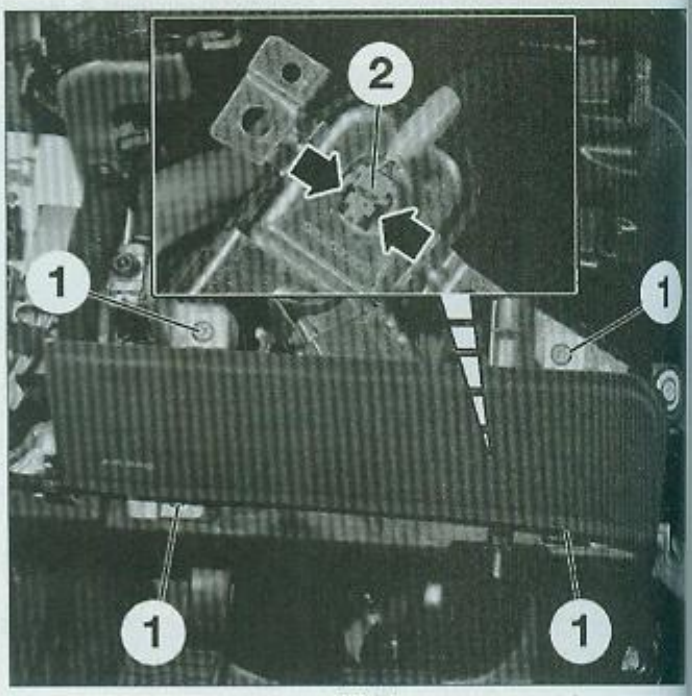

FIG. 7
• Déposer les 4 vis (1) **(Fig.7)**.
• Extraire partiellement l'airbag genoux conducteur afin de débrancher le connecteur (2) ; pour cela, appuyer sur les languettes (flèches) puis extraire le connecteur.